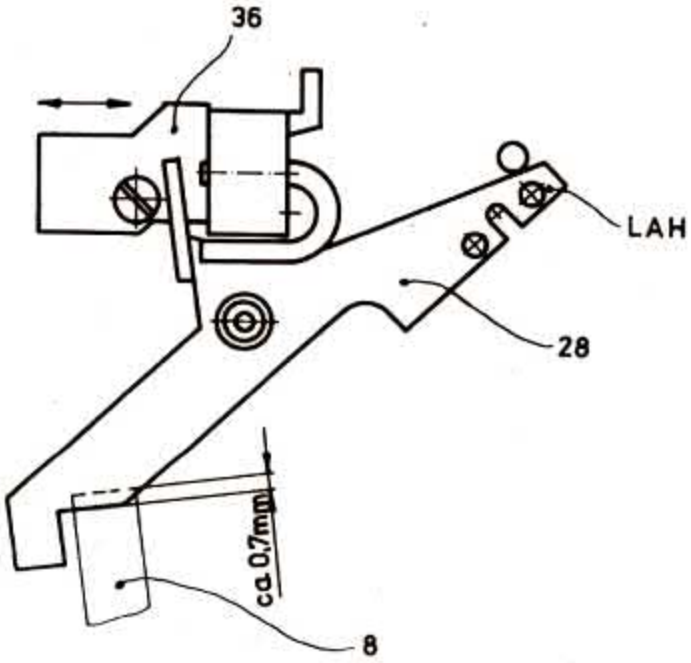

Abb. 8
Das Einstellen der BEA erfolgt in zwei Schritten bei demontierter Schwungmasse (siehe Punkt 3.2.). Zuerst wird die Lasche LAH (Abb. 8) des BEA-Winkels 2 (28) so gebogen, daß sich der BEA-Winkel 2 (28) und der BEA-Hebel (8) ca. 0,7 mm überlappen, wenn „Wiedergabe", „Vorlauf" oder „Rücklauf" eingeschaltet ist. Anschließend wird die Spule (32) so eingestellt, daß beim Anziehen des Magneten an der unteren Spannungsgrenze der BEA-Hebel (8) vom BEA-Winkel 2 (28) freigegeben wird. Nach erfolgter Montage des Laufwerkes wird die Funktion nochmals überprüft.